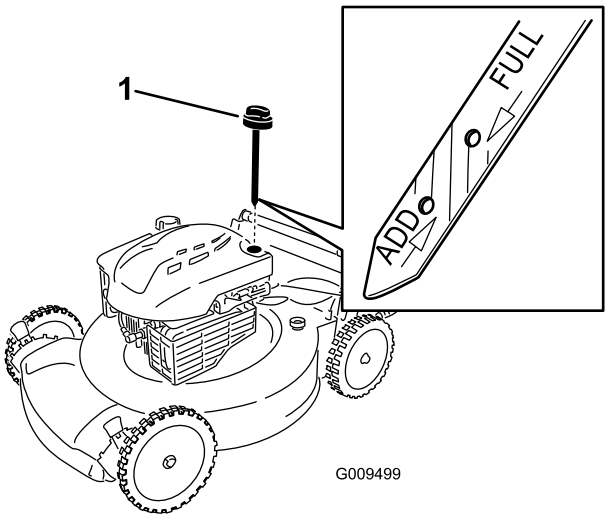

Figure 20
3. Retirez la jauge (Figure 20).
Remarque: Si le niveau n'atteint pas le repère **Add** (minimum) de la jauge, versez **lentement** une quantité d'huile suffisante dans le goulot de remplissage et répétez les opérations 8 à 10 jusqu'à ce que le niveau d'huile atteigne le repère **Full** (maximum) (Figure 20).